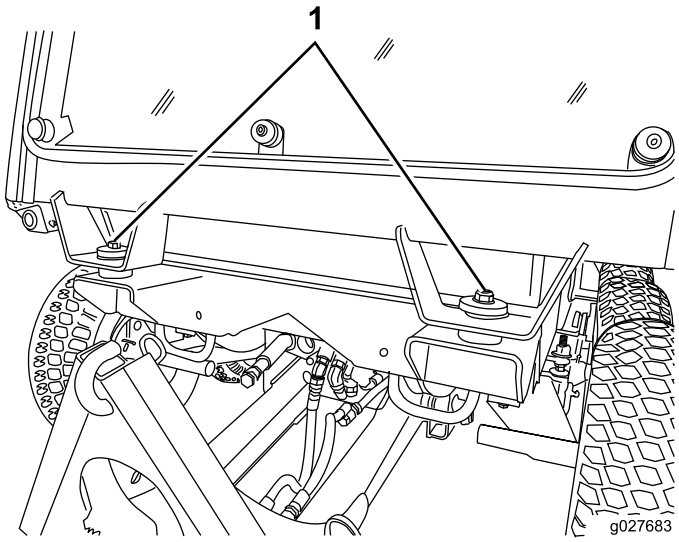
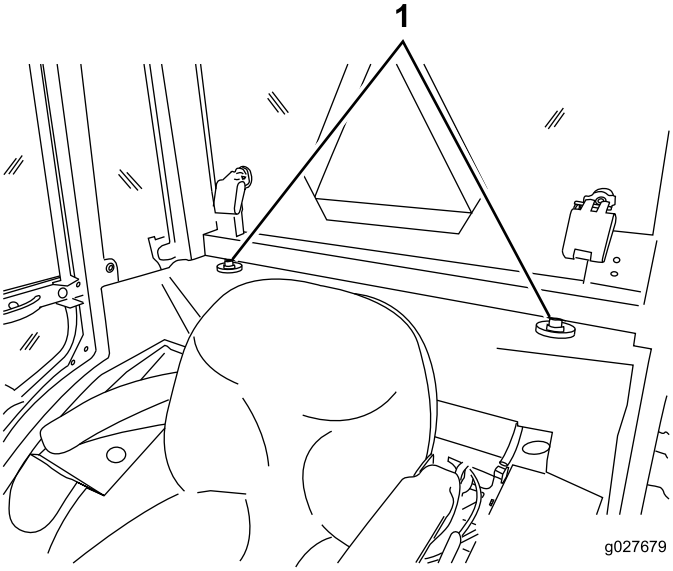

**Rysunek 63**
**Rysunek 64**
5. Zlokalizuj przednie i tylne punkty mocowania na kabinie (Rysunek 63 oraz Rysunek 64).